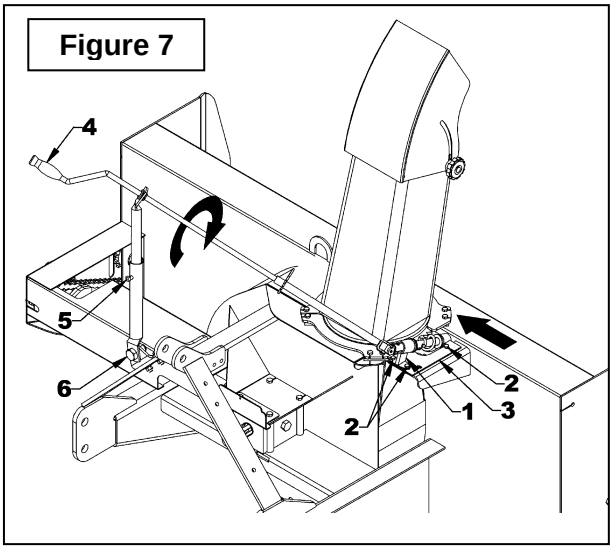

Figure 7
12. **Figure 7:** Ajuster le support de manchon de rotation (item 3) et le support de spirale (item1) en les déplaçant vers la chute afin que la spirale de rotation soit engagée entre les dents de l'engrenage de la chute. S'assurer que la spirale de rotation et les coussinets sont tous bien alignés. Serrer légèrement les trois boulons 1/4"NC x 3/4" et les trois écrous 1/4"NC (item 2).
13. **Figure 7:** Faire tourner la chute complètement vers la droite et ensuite vers la gauche à l'aide de la manivelle (item 4).
14. **Figure 7:** S'assurer que la spirale s'appuie bien en fin de course de l'engrenage de la chute. La rotation manuelle est bien ajustée lorsque la chute tourne facilement et que vous n'avez pas à forcer pour la faire tourner. Serrer fermement les trois boulons 1/4" NC x 3/4" et les trois écrous 1/4" NC (item 2).
15. **Figure 7:** Lorsque la souffleuse est attachée au tracteur, vous pouvez ajuster la direction et la hauteur de la manivelle afin d'obtenir une position d'opération confortable et sécuritaire. Lorsque la bonne position est trouvée en position de travail, s'assurer que la manivelle n'interfère pas avec des parties du tracteur en position de transport (souffleuse relevée au maximum). Serrer ensuite fermement la vis de pression à tête carrée 3/8"NC x 1/2'' (item 5) à la hauteur désirée. Serrer ensuite fermement le boulon 3/4"NC x 1 1/2" (item 6) à la position désirée.